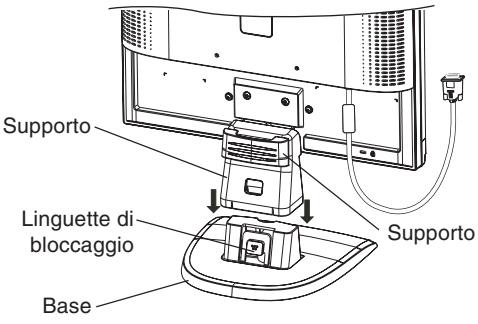

Figura S.1
1. Inserire la parte anteriore del supporto LCD nei fori presenti sulla parte anteriore della base (**Figura S.1**).
2. Fissare la base al supporto. La linguetta di bloccaggio sulla base deve essere inserita perfettamente nel foro sulla parte posteriore del supporto (**Figura S.1**).
1. Fissare il supporto cavi alla base. Inserire i ganci del supporto cavi nei fori sulla parte posteriore del supporto e far scivolare il supporto cavi verso il basso per posizionarlo correttamente (**Figura S.1**).